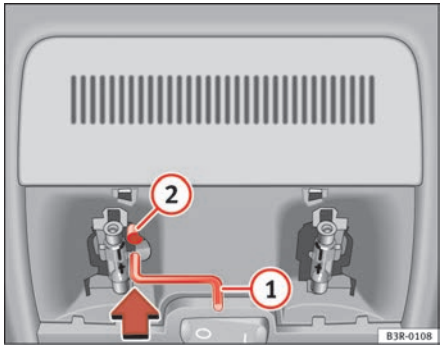

Fig. 82 Details of headliner: Crank handle for manual operations
- Insert the crank handle (1) all the way into the hexagonal socket (2) ⇒ fig. 82.